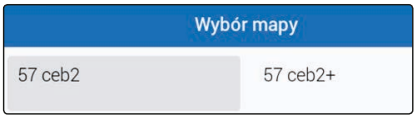

Rys. 263
- Wybrać mapę wśród tych proponowanych w spisie (Rys. 263).